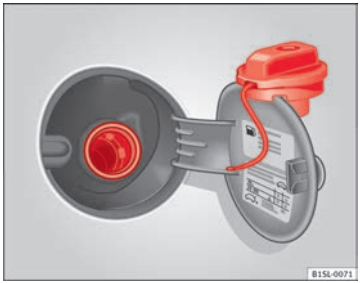

Fig. 109 Open tank flap with tank cap attached to the holder
- Take out the fuel tank plug by turning it in an anticlockwise direction and rest it on the upper part of the fuel tank flap ⇒ Fig. 109.